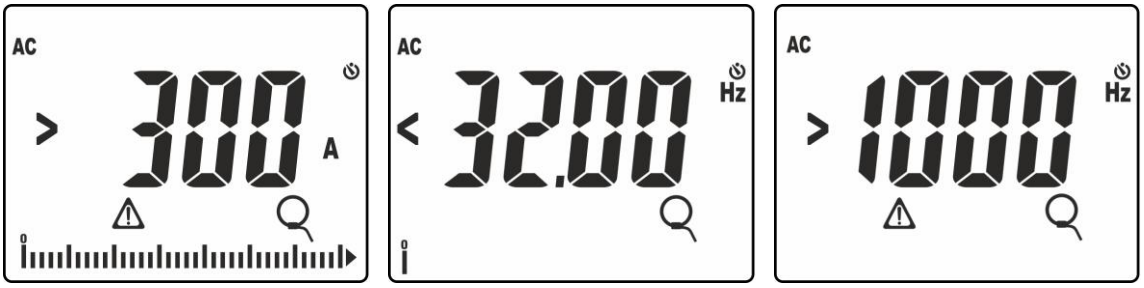

Fig. 39: Situações anómalas na medição da corrente com transdutores com pinça
11. A mensagem “**>300A**” indica que o valor da corrente medida é superior ao fundo da escala configurado (300A no caso da Fig. 39). Se no display aparecerem as mensagens "**<32.00Hz**" ou “**>1000Hz**” o valor da frequência da corrente medida é exterior ao intervalo de medida **32Hz ÷ 1000Hz**